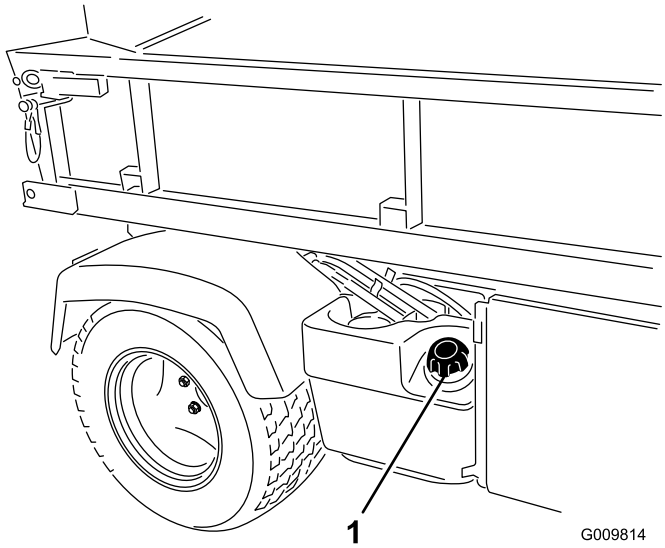

Figura 17
2. Retire a tampa do depósito de combustível (Figura 17).